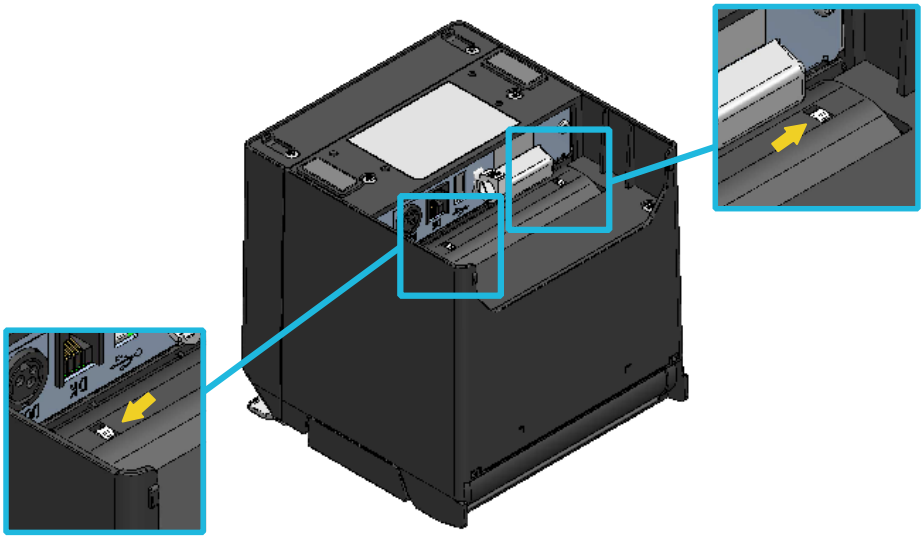

Figure 14-4 Partition Plate Installation Check
(6) Turn the printer over, and make sure that the projection of the partition plate L and partition plate R are fit properly into the hole of the paper holder (the arrow shown in Figure 14-4).